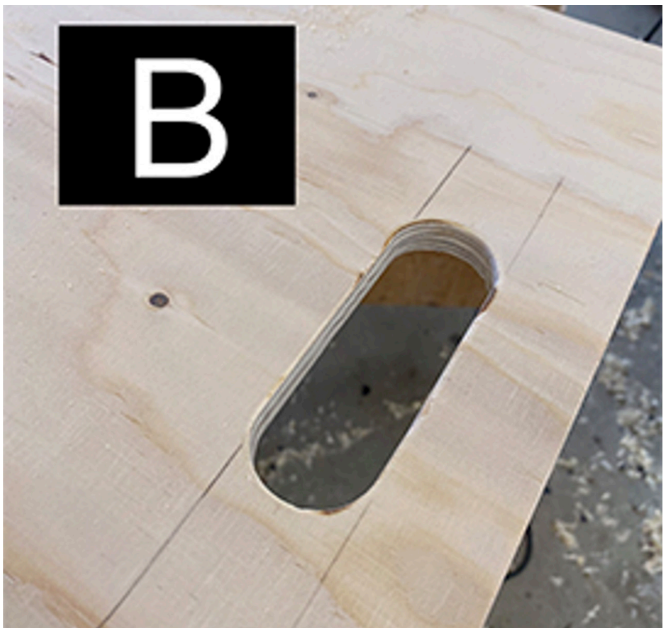
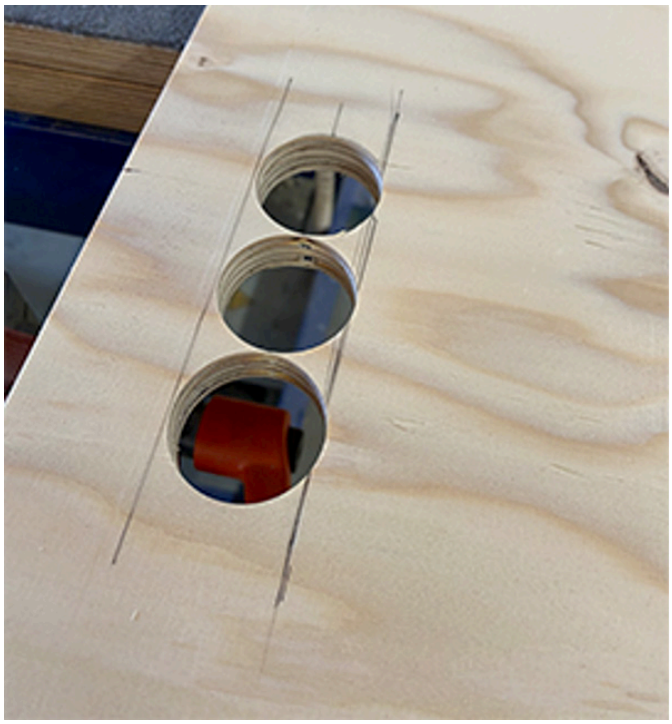

Abbildung 5: Ein Griffloch
Abbildung 6: Bohrungen mit einem Forstnerbohrer
Für die Grifflöcher (B) (Abb. 5) werden an den zwei kurzen Seitenwänden (c) und (d) (15mm 350 mm x 400 mm) an der jeweiligen oberen Kante zunächst drei Löcher mit einem 35 mm Forstner Bohrer gebohrt (Abb. 6). Hierfür wird eine Linie parallel zur Oberkante (400 mm) angezeichnet. Der Abstand der Linie zur Oberkante beträgt 53 mm. Im rechten Winkel zu dieser Linie wird anschließend mit 200 mm Abstand zu den beiden Außenkanten (350 mm) – demnach in der Mitte – eine Linie gezeichnet. Es entsteht ein rechtwinkliges Kreuz, das von der Oberkante 53 mm und von der Seitenkante 200 mm entfernt ist. Von diesem Kreuz als Nullpunkt ausgehend, werden in die positive und negative X-Achse zwei weitere senkrechte Kreuze, parallel zur Oberkante (400 mm) angezeichnet. Der Abstand zum mittleren Kreuz beträgt 37,5 mm. Diese drei Punkte sind die Mittelpunkte für die Bohrungen. Daraufhin werden die drei Löcher gebohrt. Als nächster Schritt werden diese Löcher miteinander verbunden. Hierfür kann eine Handsäge, z.b. eine Laub- oder Dekupiersäge, oder eine Stichsäge verwendet werden. Sind die drei Löcher zu einem Langloch verbunden, werden überstehende Nasen mit einem Schleifklotz abgeschliffen. Im Anschluss wird mit einer Oberfräse das Griffloch (B) abgekantet. Hier kann auch auf Handwerkzeuge ausgewichen werden, wenn eine Oberfräse nicht vorhanden ist oder die notwendige Qualifikation fehlt.